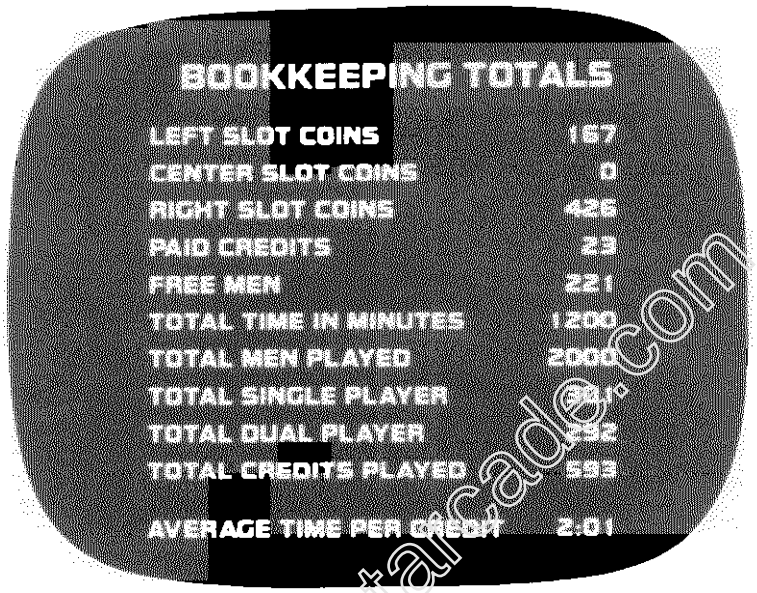

Figure 2. Bookkeeping display
3. The bookkeeping and evaluation totals appear on the CRT as in Figure 2.
IF AVERAGE TIME PER CREDIT RUNS BELOW 1:30 (Figure 2), then more liberal settings are recommended. What if AVERAGE TIME PER CREDIT runs over 2:30? Make the game tougher. Always try to keep AVERAGE TIME PER CREDIT close to the ideal of 2:00.